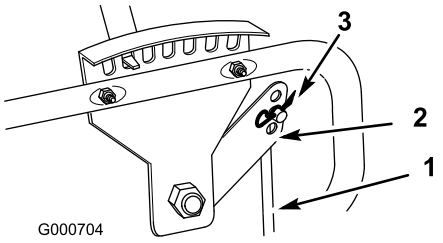

Figuur 7
8. Bevestig het bovenste uiteinde van de hoogteregelstang aan de hoogteverstelhendel met een R-pen (Figuur 7).